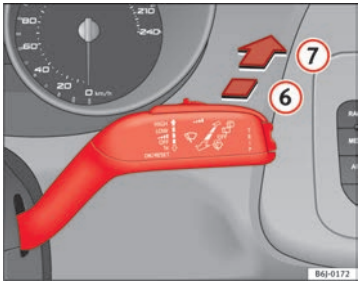

Fig. 65 Windscreen wiper and windscreen wash lever: rear window wiper
– Press the lever forwards to position (6) ⇒ Fig. 65 . The wiper will wipe the window approximately every 6 seconds.
– Press the lever fully forwards to position (7) ⇒ Fig. 65 . The rear wiper and washer operate at the same time. The windscreen wash system will function as long as you hold the lever in this position.